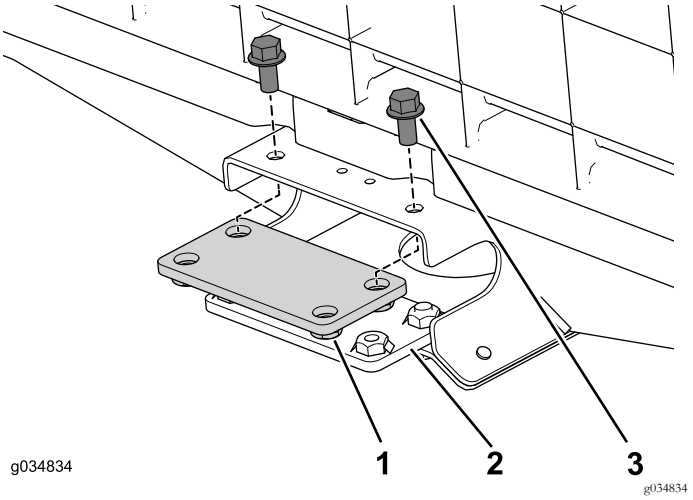

Figur 69
1. Brug de fire flangebolte (3/8 x 3/4 tomme) til løst at montere de øverste og nederste tilslutningsplader på midterkanalen på den forreste del (Figur 69).